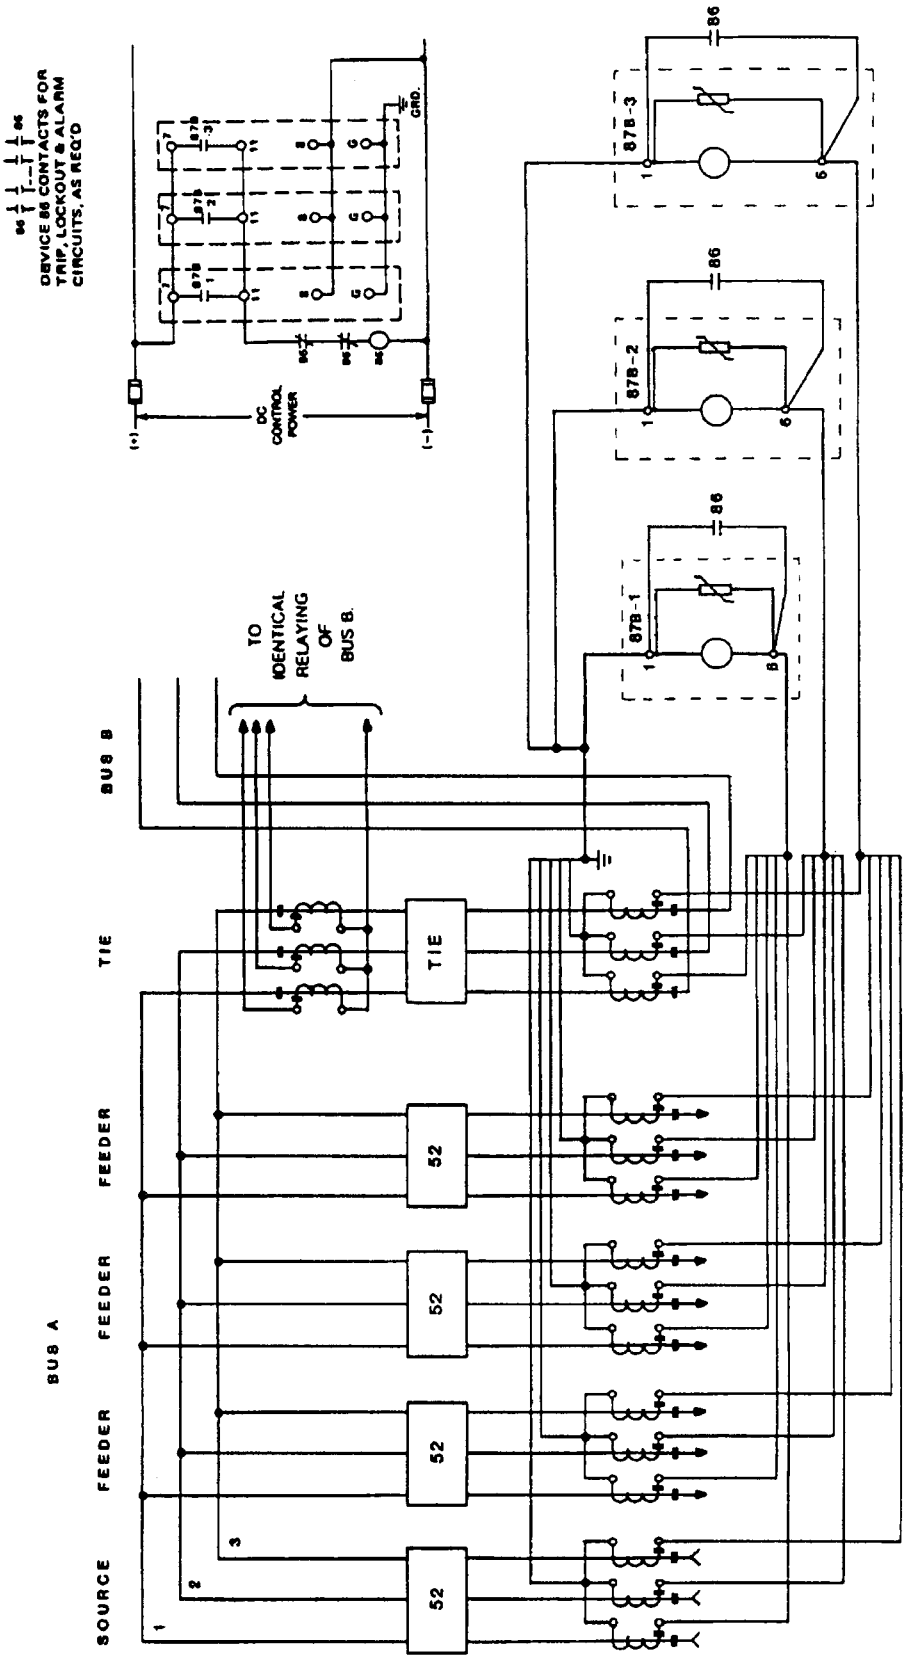

Figure 3: Typical External Connections, 87B High Impedance Bus Differential Relay, Catalog Series 419B, for Protection of Multiple Bus Sections with Bus Ties.
A typical external connection diagram showing (3) Type 87B relays used for bus differential protection is shown in Figure 3.
A lockout relay must be wired as shown in Figure 3.
There should be only one ground connection in the secondary connection. See Figure 3 on Page 5.